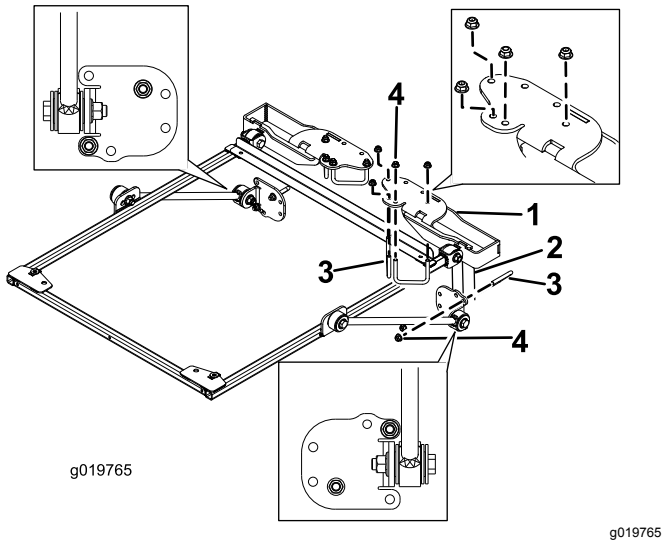

Figura 15
9. Posizionate le staffe di montaggio del ROPS sulla parte superiore del roll bar del trattorino (Figura 15).
10. Utilizzando i fori di montaggio illustrati nella Figura 15, montate ciascuna staffa sulla parte
11. Utilizzando i fori di montaggio illustrati nella Figura 15, fissate, senza serrarle, ciascuna delle staffe di ancoraggio ai montanti del roll bar con un bullone a U (2¾") e 2 dadi flangiati.